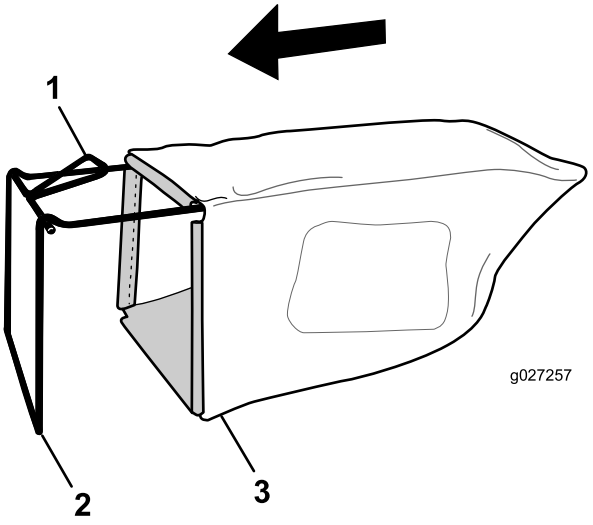

Figuur 9
1. Schuif de grasvanger over het frame; zie Figuur 9.
Opmerking: Schuif de grasvanger niet over de handgreep (Figuur 9).